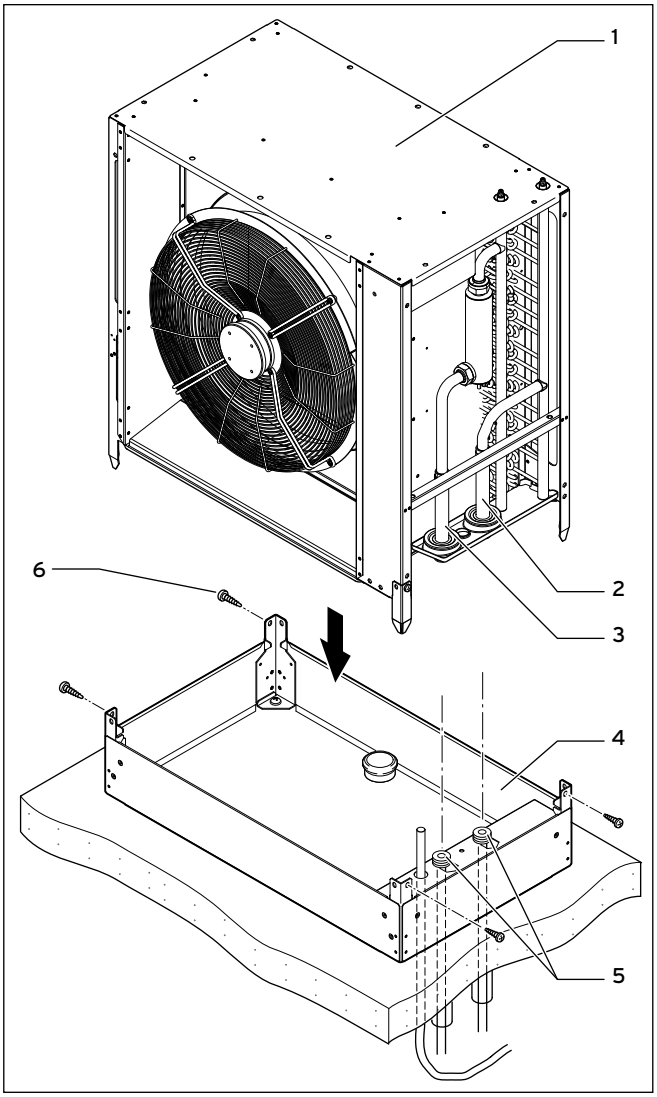

Abb. 4.20 Außeneinheit aufstellen
- ➤ Legen Sie die O-Ringe unverdrillt in die Überwurfmuttern der Sole-Anschlüsse der Außeneinheit (➞ **Abb. 4.20, Pos. 2** und **3**).
- ➤ Verschrauben Sie die Überwurfmuttern mit den Verbindungsadaptern der Soleleitungen „Sole warm“ und „Sole kalt“ des Solekreises (➞ **Abb. 4.20, Pos. 5**) am Montagesockel.